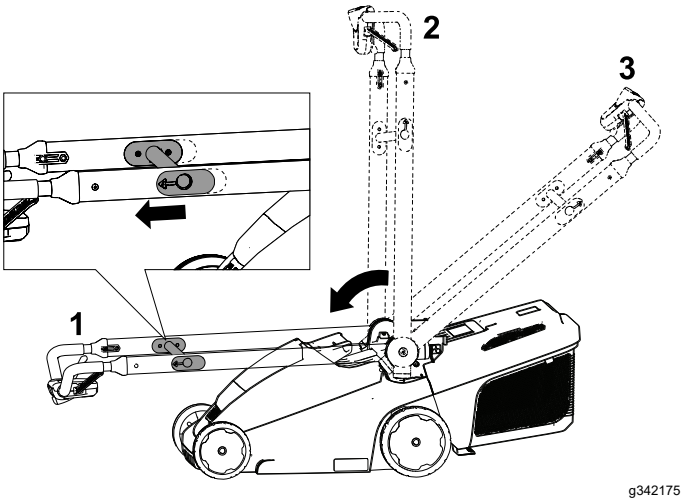

Figur 21
2. Træk håndtagets låsestang mod den øvre del af håndtaget for at frigøre håndtagslåsen (Figur 21).
3. Fold håndtaget halvvejs fremad til den opretstående position eller helt frem til den lodrette opbevaringsposition som vist i Figur 21.